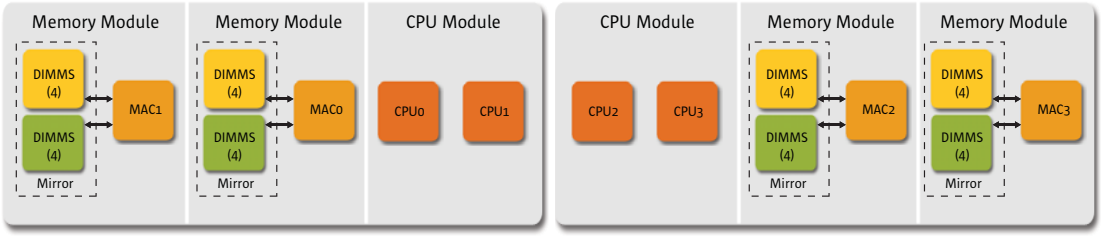
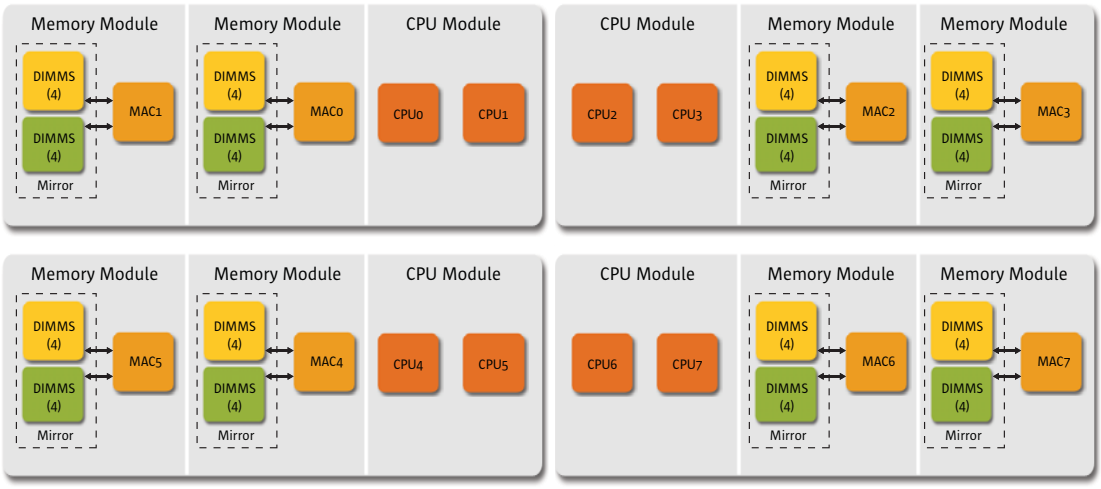

Figure 2-1. Fujitsu SPARC Enterprise M4000 memory mirroring architecture.
Figure 2-2. Fujitsu SPARC Enterprise M5000 memory mirroring architecture.
- Memory mirroring — Memory mirroring is an optional, high-availability feature appropriate for execution of applications with the most stringent availability requirements. When memory mirroring mode is enabled on Fujitsu SPARC Enterprise servers, the memory subsystem duplicates the data on write and compares the data on read to each side of the memory mirror. In the event that errors occur at the bus or DIMM level, normal data processing continues through the other memory bus and alternate DIMM set. In Fujitsu SPARC Enterprise M4000 and Fujitsu SPARC Enterprise M5000, memory is mirrored within the same memory module, using the common memory address controller (MAC) Application Specific Integrated Circuit (ASIC) (Figure 2-1 and Figure 2-2).